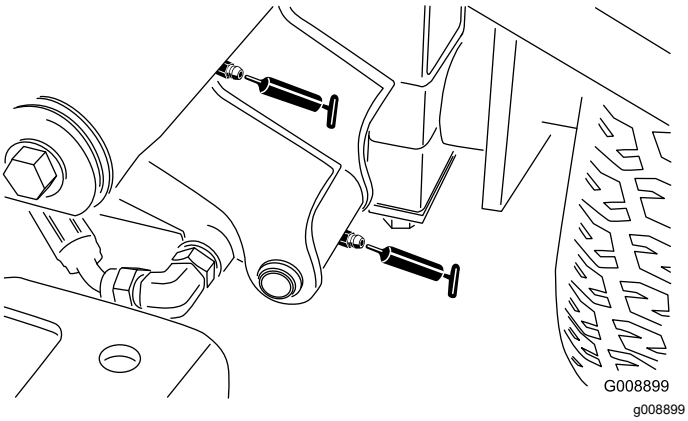

Rysunek 64
- Oś i siłownik przedniego lewego ramienia podnoszącego (2 złącza Rysunek 64)